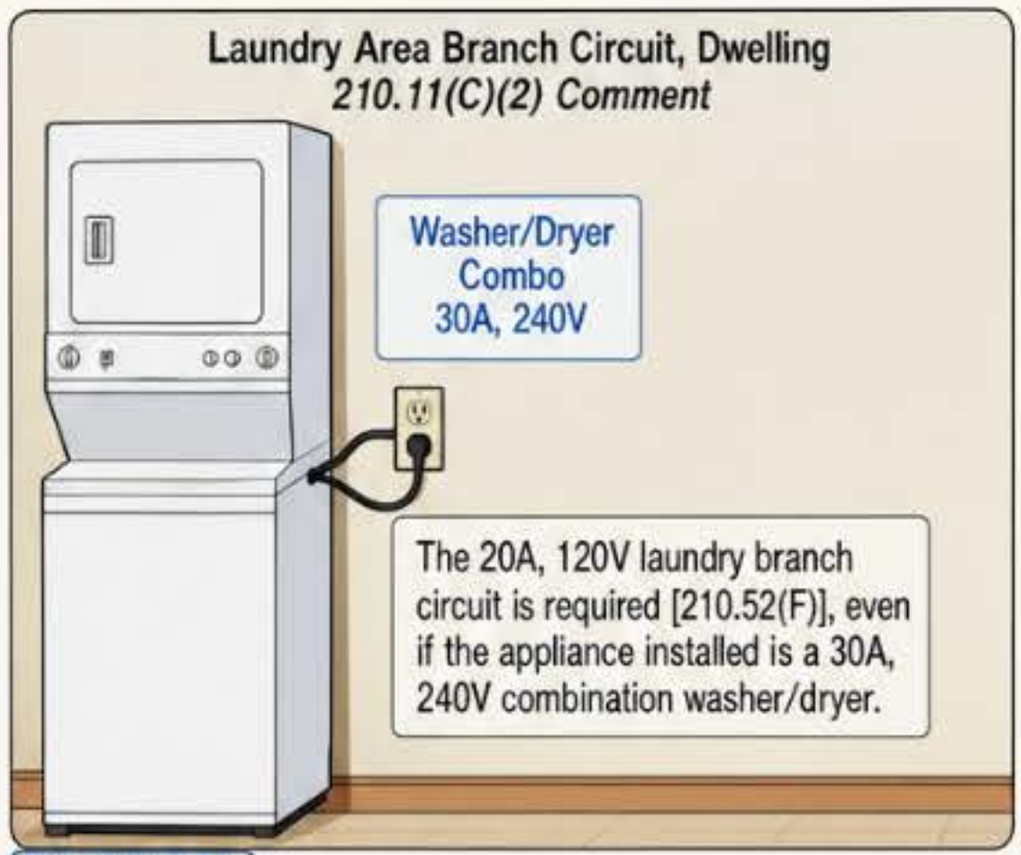

Figure 210-46
- The laundry receptacle circuit is required even if the laundry appliance is a 30A, 240V combination washer/dryer. Figure 210-46